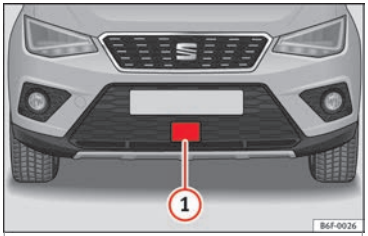

Rys. 190 Na przednim zderzaku: czujnik radarowy.
Czujnik radarowy umieszczony w przednim zderzaku ocenia sytuację na drodze ››› **rys. 190** ①.